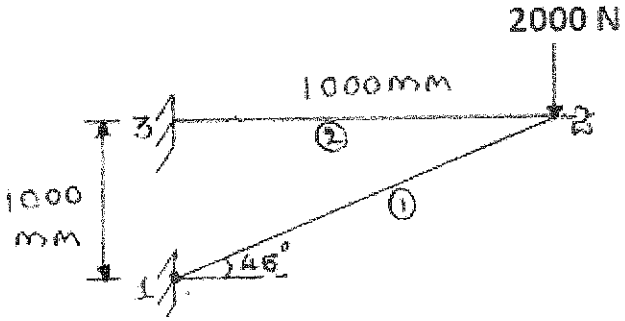

Fig. 8
8. For the two bar truss as shown in fig. 8, determine the nodal displacements, element stresses and reaction forces. It is given that $E=2x10^5 MPa$ and $A=600mm^2$ for all elements. **14**